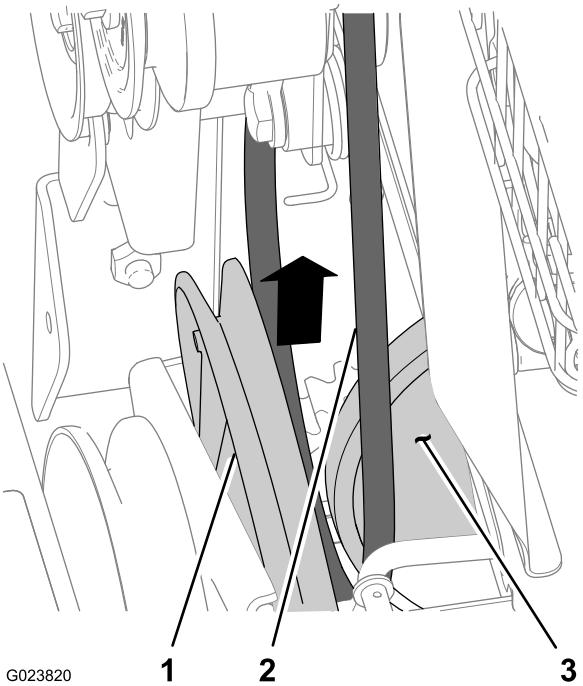

Figure 43
6. Déchaussez la courroie de déplacement de la gorge de la poulie de déplacement et faites-la passer entre la poulie et la roue de friction (Figure 43).
1. Alignez la courroie de déplacement entre la roue de friction et la poulie de déplacement (Figure 43).